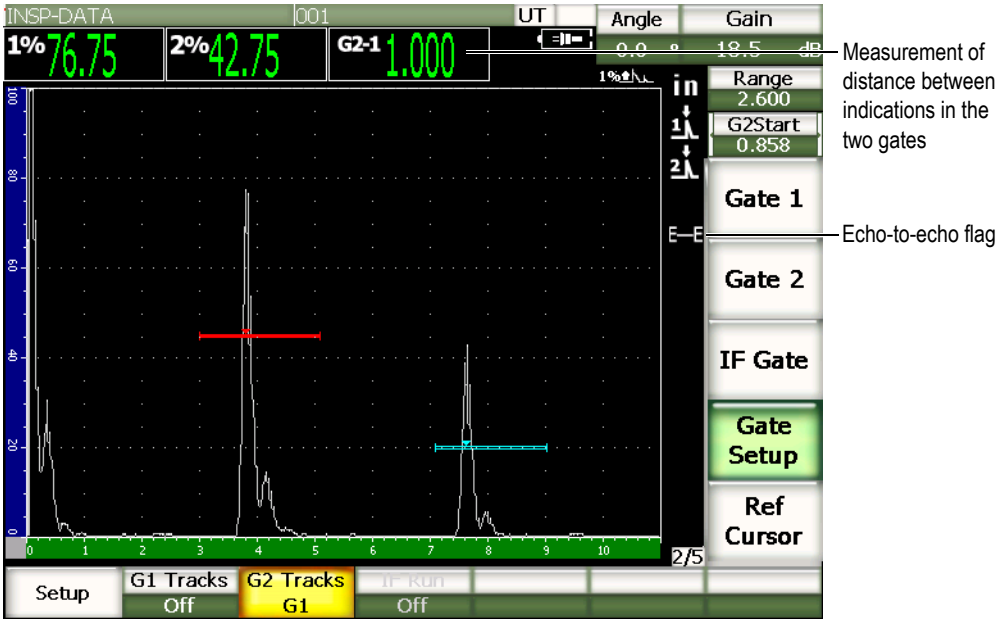

Figure 6-6 Echo-to-echo measurement example
2. As shown in the example of Figure 6-6 on page 130, position gate 1 over the first echo to detect, and then position gate 2 over the second echo to detect.